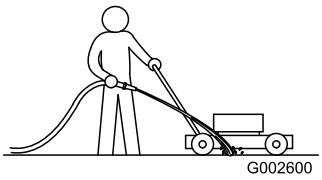

Figur 39
1. Spruta en vattenstråle framför det **högra** bakhjulet medan motorn är igång och gräsklipparen befinner sig på en plan stenbelagd yta (Figur 39).